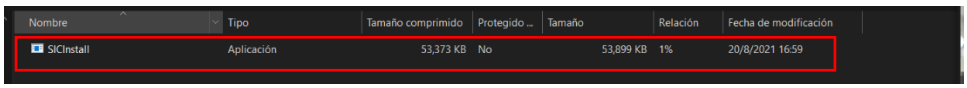

Figura 1. Ventana inicial del instalador de SIC
1. Se debe descomprimir la carpeta "*SICInstall.zip*" y abrirla dentro de su equipo lo cual le mostrara el instalador que se muestra en la Figura 1.